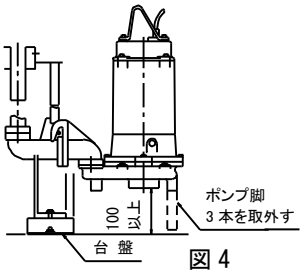

図 4
(6) フロートスイッチの設置は、流入管付近を避け、できるだけ槽内の乱流のない場所に、障害物を避け固定してください。フロートスイッチが、正しい姿勢で動作しなかったり、障害物により、誤動作する恐れがあります。
(7) 据付時に、汚水槽内に土砂や金属類の混入がないように注意して設置してください。グラインダーが、異常摩耗します。
(8) 使用される液質は一般の生活排水で、土砂･金属やストッキング等が含まれないものとしてください。
(9) 着脱装置付の据付は、着脱装置に付属の「エバラ水中ポンプ用着脱装置」の取扱説明書により行ってください。着脱装置を使用する際には、必ずポンプのポンプ脚 3 本を取外して設置してください。尚、グラインダ-水中ポンプの吸込口は、槽の底面から 100㎜ 以上離して使用するために(土砂･石･金属類の吸込防止)、着脱装置は台盤を介して槽の底面に設置してください。(図 4)